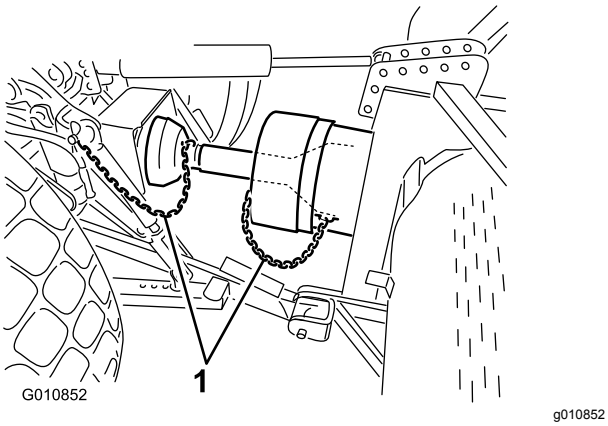

**Figur 25**
6. Anslut skyddssäkerhetskedjorna till kraftuttagsskyddet och traktorenhetsfästet (Figur 25). Kontrollera att kedjorna inte spänns när du höjer och sänker luftaren.